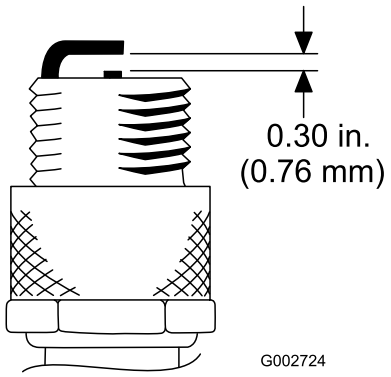

Figur 27
4. Indstil gnistgabet mellem midten og siden af elektroderne til 0,76 mm (Figur 27). Monter tændrøret med korrekt gnistgab med pakningsforsegling, og stram tændrøret til 23 Nm. Hvis der ikke anvendes en momentnøgle, skal tændrøret strammes godt til.